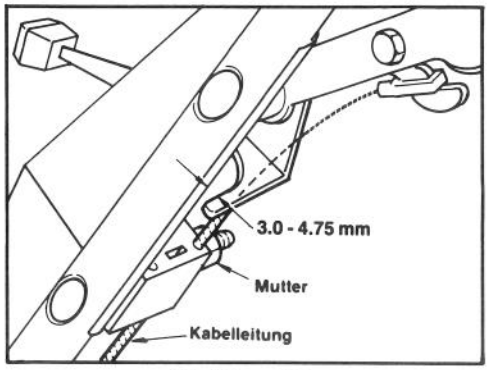

Abbildung 19
2. JUSTIERUNG ÜBERPRÜFEN (Abb. 19) — Steuerhebel zur Schiebestange bewegen, bis das Kabel straff ist. Abstand zwischen Bremskabel und Schiebestange muß 3.0 - 4.75 mm betragen. Siehe Maßnahme für die Einstellung.
3. KABELLEITUNG JUSTIEREN — Schraube an der Kabelhalterung lösen (Abb. 19). 3.0-4.75 mm Abstand zwischen Bremshebel und Schiebestange einstellen. Kabelleitung herunterziehen bis sie straff ist. Dann die Mutter anziehen.